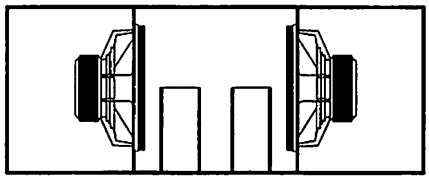

FIG. 2 SBP#32 Tri-Chamber Common Front Enclosure
Looking at the Universal Tuning Chart, Let's use 1.5 ft^3 enclosure volume on the "lined" page as this is very close to our 1.4 ft^3. Now, locate the 75 Hz tuning frequency. It is best to use as large a port as possible as this will minimize vent noise. If we use (2) 6" diameter ports, we see that we will need them to be 9" long each. This will duplicate the performance of the original box. (See figure 2.)